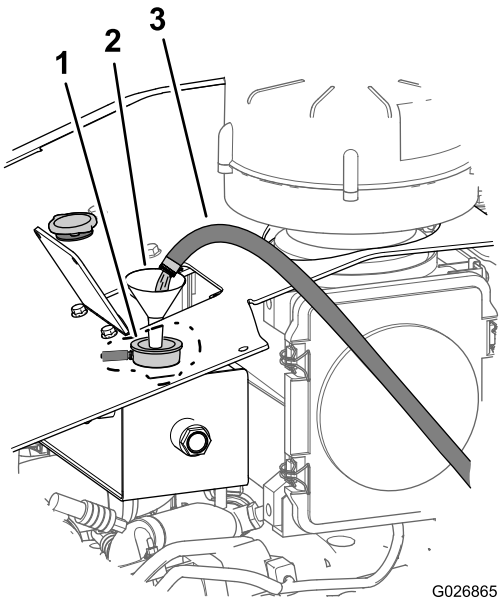

Figure 103
A. Fill the cooling system with clean water (Figure 103).